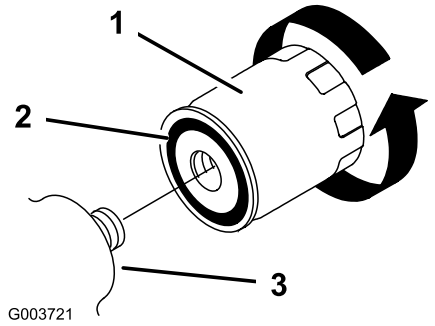

Figure 32
5. Enlevez le filtre à huile usagé (Figure 32) et essuyez la surface du joint de l'adaptateur.
6. Appliquez une fine couche de liquide hydraulique sur le joint en caoutchouc du filtre de rechange (Figure 32).
7. Montez le filtre de rechange sur l'adaptateur (Figure 32). Tournez le filtre dans le sens horaire jusqu'à ce que le joint rejoigne l'adaptateur, puis donnez 1/2 de tour supplémentaire.